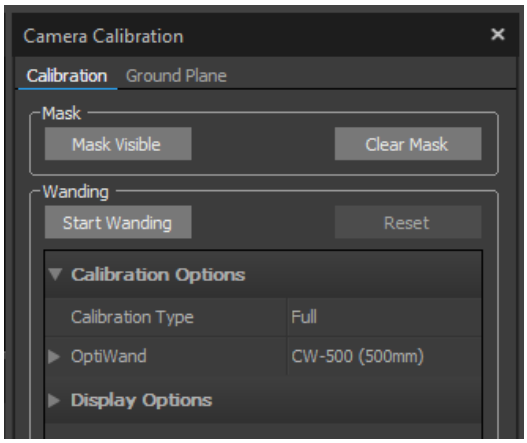

Figure 3. Wanding in Motive 2.0.1
3. Under Camera Calibration > Calibration > Wanding pane, select the '*CW-500 (500mm)* wand, and ensure that the calibration type is set to '*Full*' (Figure 3). Click '*Start Wanding*' and move the wand around in the workspace. Try to move the wand in a way that the generated point cloud fills most of the frame for each camera (Figure 4a).